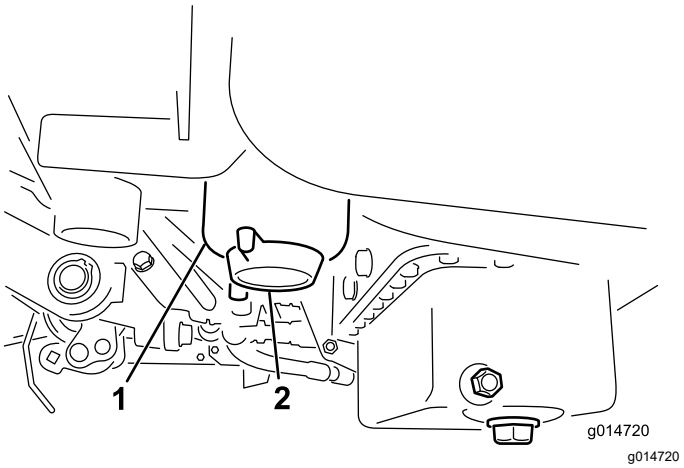

Rysunek 35
2. Oczyść obszar wokół miejsca zamontowania filtra (Rysunek 35).
4. Odkręć korek spustowy filtra (Rysunek 35).